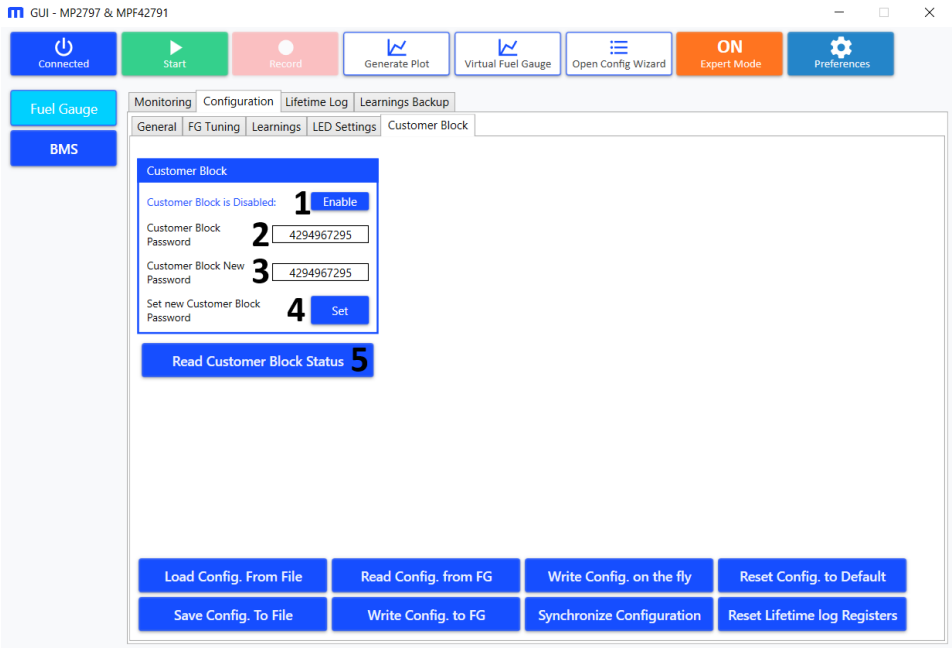

Figure 59: Customer Password Tab
2. The GUI should show the default Customer Block Password (denoted as “2” in Figure 59 on page 46).
3. To change the password, write the new pass into Customer Block New Password (3) (denoted as “3” in Figure 59 on page 46).
4. Ensure that the customer block is disabled, then click “Set” (denoted as “4” in Figure 59 on page 46).
5. If the “Set” button is disabled, click “Read Customer Block Status” (denoted as “5” in Figure 59 on page 46). If the operation was successful, a message reading “Successfully Set New Password” should appear (see Figure 59 on page 46).
6. To enable the customer block, click “Enable” (denoted as “1” in Figure 59 on page 4646). Then enter the correct password. A message reading “Successfully completed operation” should appear; otherwise, this feature is blocked after three additional incorrect attempts.
7. To disable the customer block, click “Disable” (denoted as “1” (“Enable”) in Figure 59 on page 46). Then enter the correct password. A message reading “Successfully completed operation” should appear; otherwise, this feature is blocked after three additional incorrect attempts.